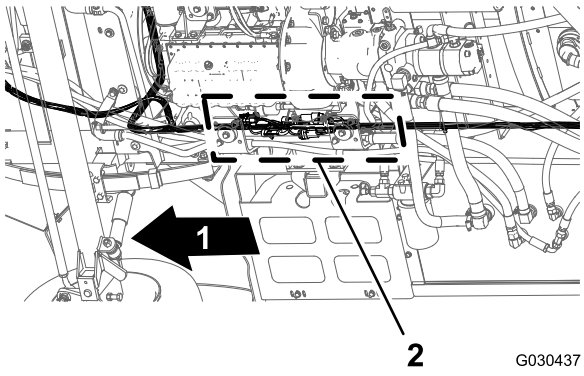

Figuur 104
1. Zoek onder de machine, naast de rechterframebuis, de connectors voor de voorste en achterste kabelbomen van de machine (Figuur 104).